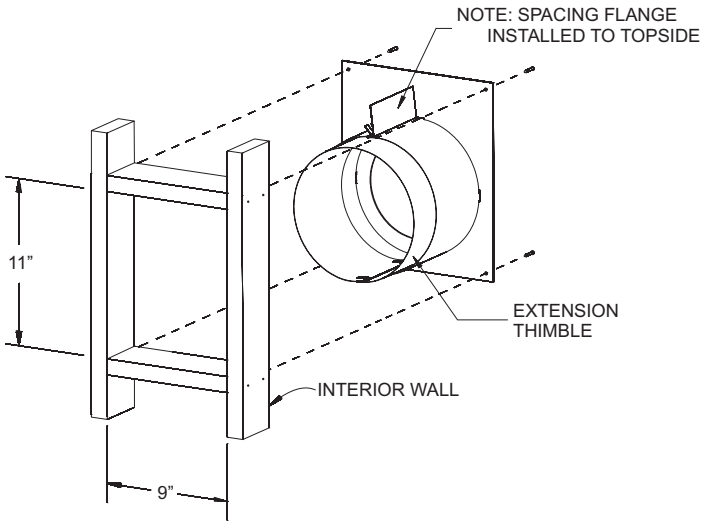

Figure 54
2. Cut hole in wall for wall thimble/firestop assembly into your combustible wall. **See Figure 54.** Note: On brick or block exterior wall a 7” (178mm) diameter hole needs to be cut.
Measure the total wall thickness to determine whether or not the extension thimble is to be used. If the combustible wall depth is over 5 3/8” (137mm), then the extension thimble should be used. **See Figure 54**.
3. Install the wall thimble assembly through the framed opening so the firestop plate is on the interior wall. **See Figure 54.** Telescope section should extend all the way through the exterior wall. Attach with four 10 x 1” screws.
6. With the vinyl siding kit installed to wall (if necessary), insert the 6 5/8” (168mm) diameter tube with outside mounting plate attached through hole in wall. Connect to collar on fireplace or rigid vent system. Measure between wall or vent cap extension and outside mounting plate. **See Figures 54 and 55**.